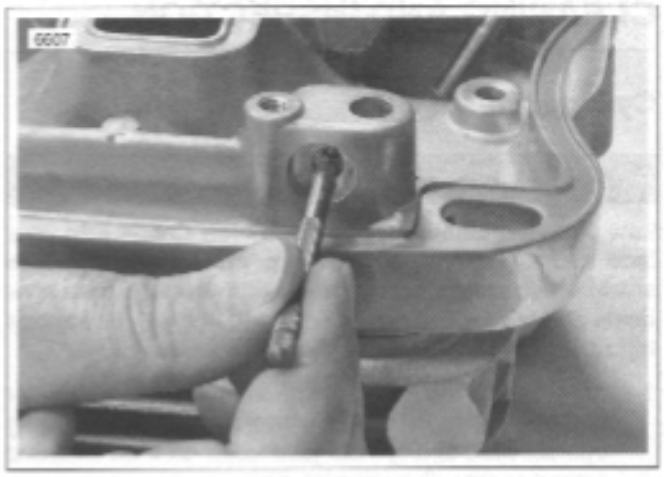

Figure 3-71. Measuring Rocker Arm Shaft Bore Diameter in Lower Rocker Cover
a. See Figure 3-71. Measure bore of lower rocker cover.